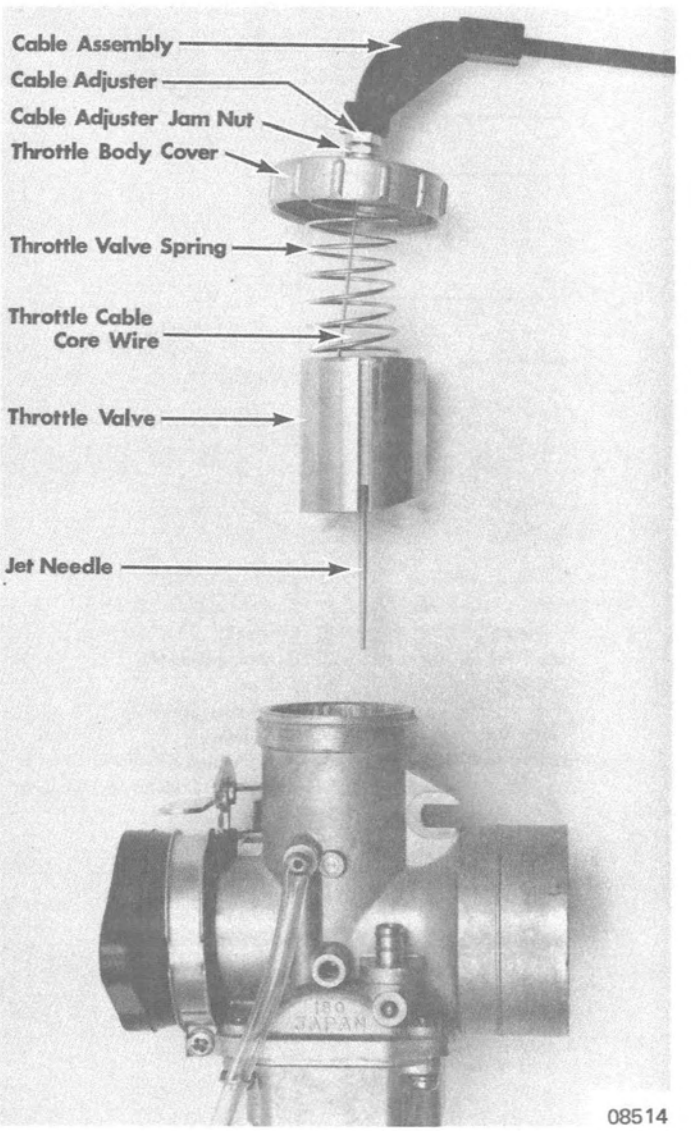

Figure 5. Carburetor Removal/Installation
4. Unscrew throttle body cover from carburetor (to be removed) and remove throttle cable body cover, spring, jet needle and throttle valve from carburetor as an assembly. (Figure 5)
a. Compress throttle valve spring (Figure 5) into cover assembly and hold.
e. Loosen cable adjuster jam nut (Figure 5), remove cable adjuster from cover and pull cable assembly from cover.